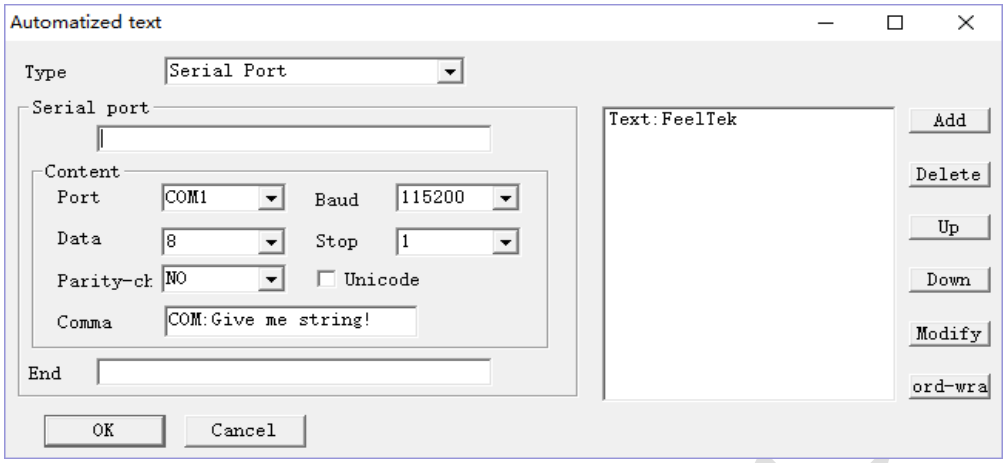

Figure 2-2-17 Automatic text--serial port text mode
(6) Serial port: in processing, the system automatically reads text from the peripheral device through the computer serial port, as Figure 2-2-17: